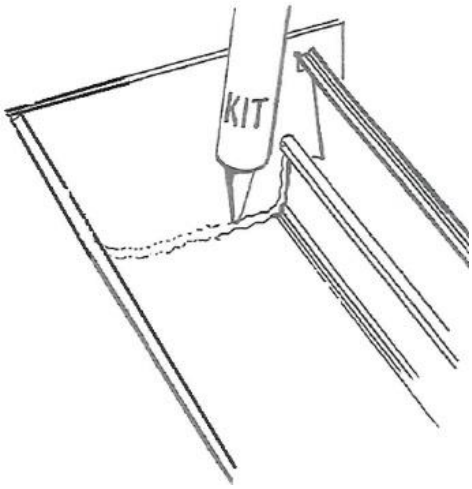

**Abb. 10**
1.20 Dichten Sie die Innenseite der Rinne und Seitenkappen mit Silikon ab. Abb.: 10